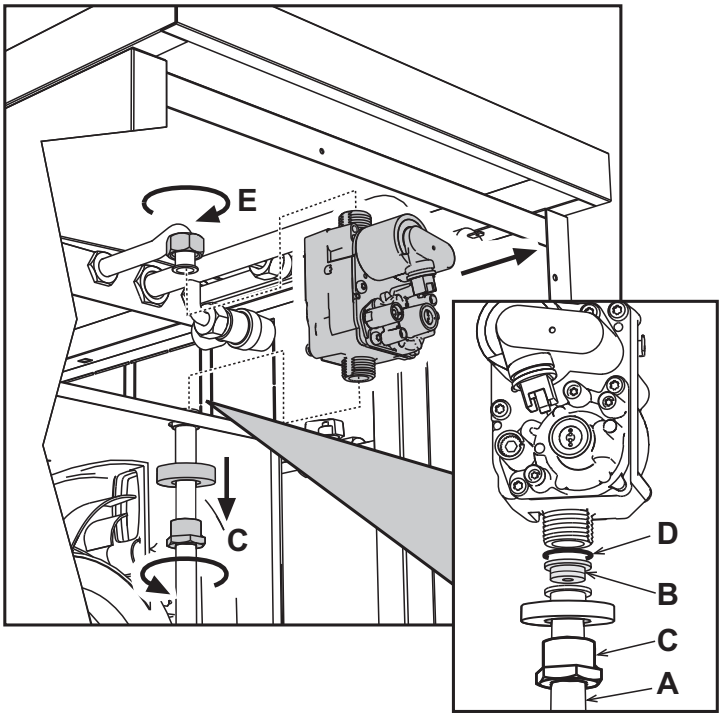

рис. 23
4. Раскрутить колесико **C** и **E** и снять газовый клапан (см. рис. 23).
5. Заменить форсунку **B**, вставленную в газовую трубу, на форсунку, входящую в комплект для переоборудования на другой вид газа, вставив прокладку **D** (см.рис. 23).